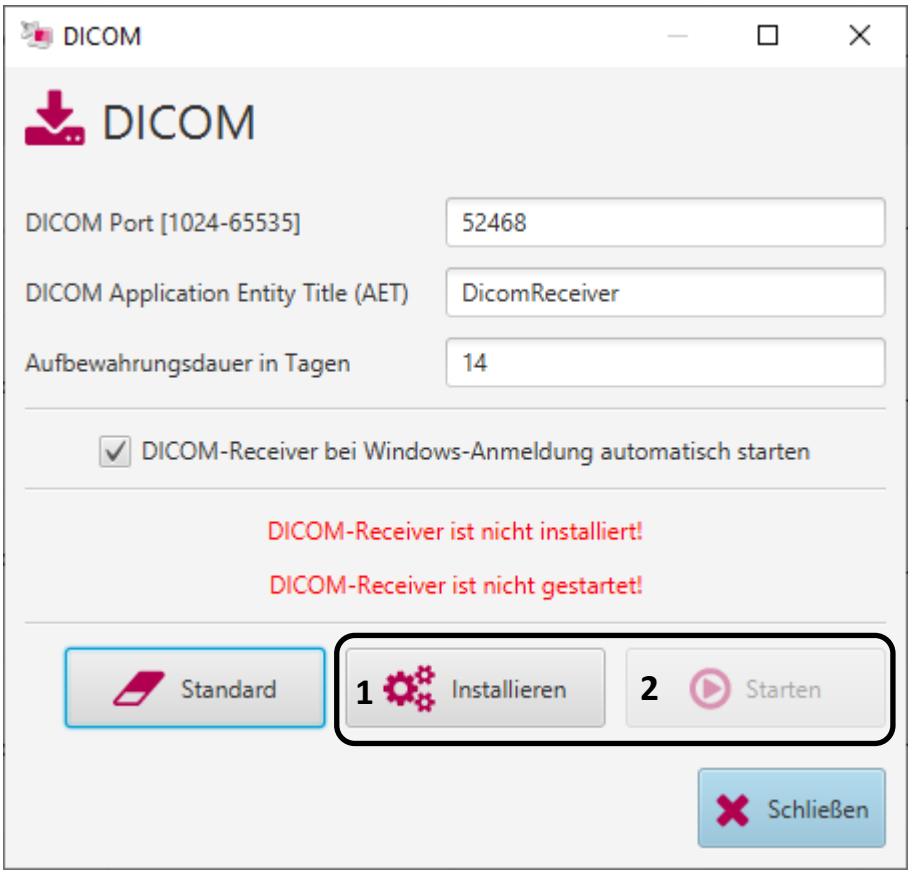

Abbildung 3: Einrichtung des DICOM-Receivers.
5) Nach der Installation von DIANA muss einmalig der sogenannte DICOM-Receiver eingerichtet werden. Das Fenster für die Einrichtung öffnet sich beim ersten Start von DIANA automatisch (Abbildung 3). Die Daten für den Receiver können Sie bei Bedarf anpassen. Die Portnummer und der AE-Title müssen später auf Seiten der Quelle der DICOM-Bilder konfiguriert werden (z. B. am Mammographiegerät), um ein direktes Schicken der Bilder an MammoControl DIANA zu ermöglichen. Um den DICOM-Receiver zu aktivieren, klicken Sie zuerst auf „Installieren“ (1) und danach auf „Starten“ (2).